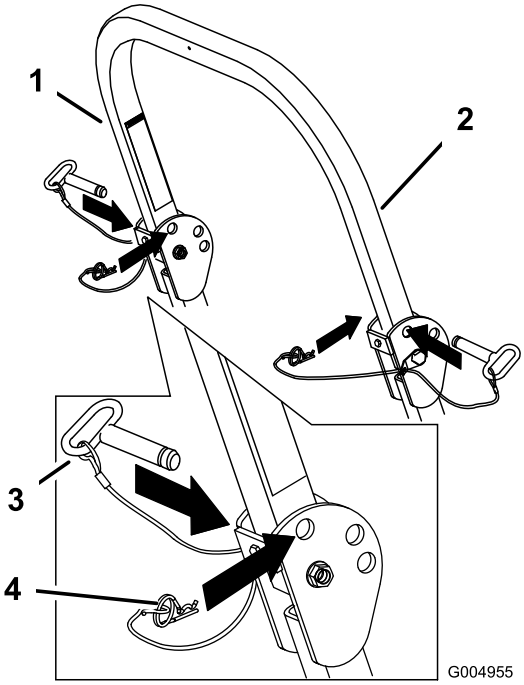

**Figur 9**
1. Ta loss hårnålssprintarna och ta bort de två tapparna (Figur 9).
3. Montera de två tapparna och säkra dem med hårnålssprintarna (Figur 9).
4. Fäll upp störtbågen genom att lossa hårnålssprinten och ta bort de två tapparna (Figur 9).
5. Fäll upp störtbågen till upprätt läge, montera de två tapparna och säkra dem med hårnålssprintarna (Figur 9).